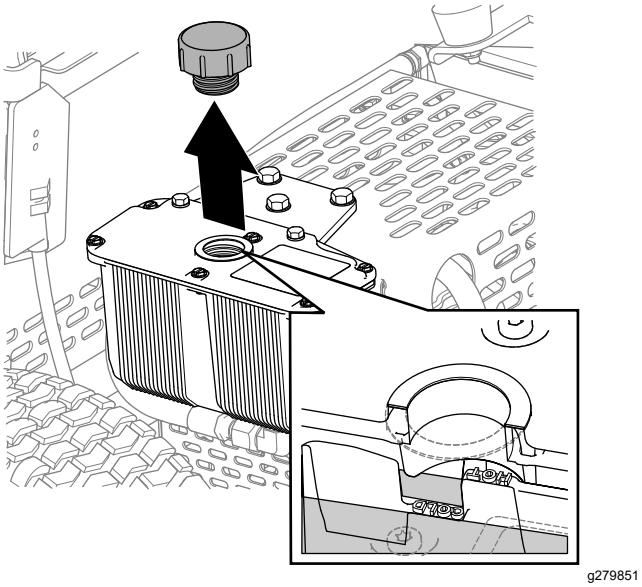

Figur 35
3. Fjern dækslet, og kontroller hydraulikvæske-standen i beholderen (Figur 35).